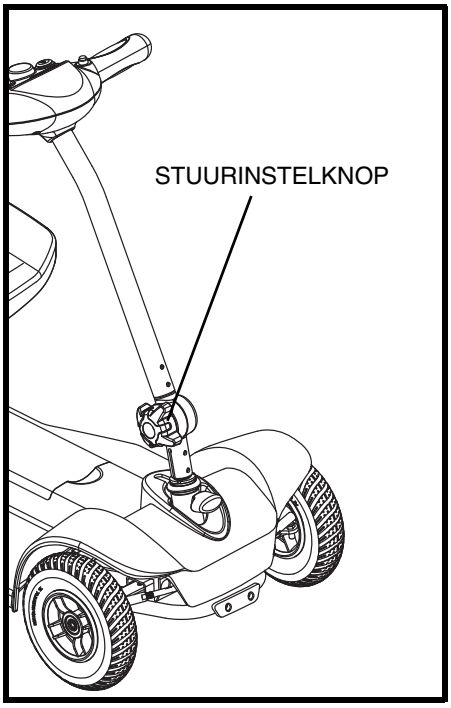

Figuur 5. Stuurinstelling
1. Draai de knop om het stuur te verstellen linksom en maak zo de stuurkolom los. **Zie figuur 5.**
De handgreep van de stuurstang bevindt zich onder de stuurstangafstelknop (zie figuur 5) en deze moet gebruikt worden om de voorzijde van de Scootmobiel tijdens opslag of transport op te tillen. Controleer dat de vergrendelingsknop van de stuurstang in de vergrendelde stand staat, voordat u de Scootmobiel met behulp van de handgreep van de stuurstang optilt.